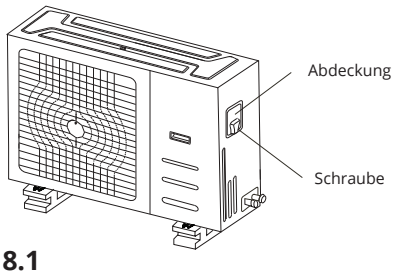

Abb. 8.1
2. Nehmen Sie die Abdeckung des Elektrokastens der Inneneinheit ab. Wenn keine Abdeckung an der Außeneinheit vorhanden ist, demontieren Sie die Schrauben von der Wartungsplatine und entfernen die Schutztafel. (Siehe Abb. 8.1 und 8.2)